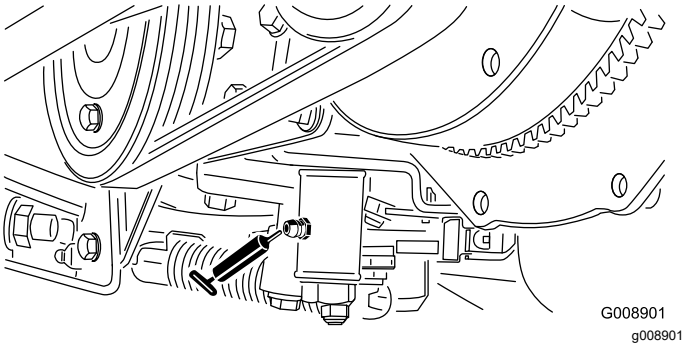

**Figuur 52**
- Afstelmechanisme neutraalstand (Figuur 52)